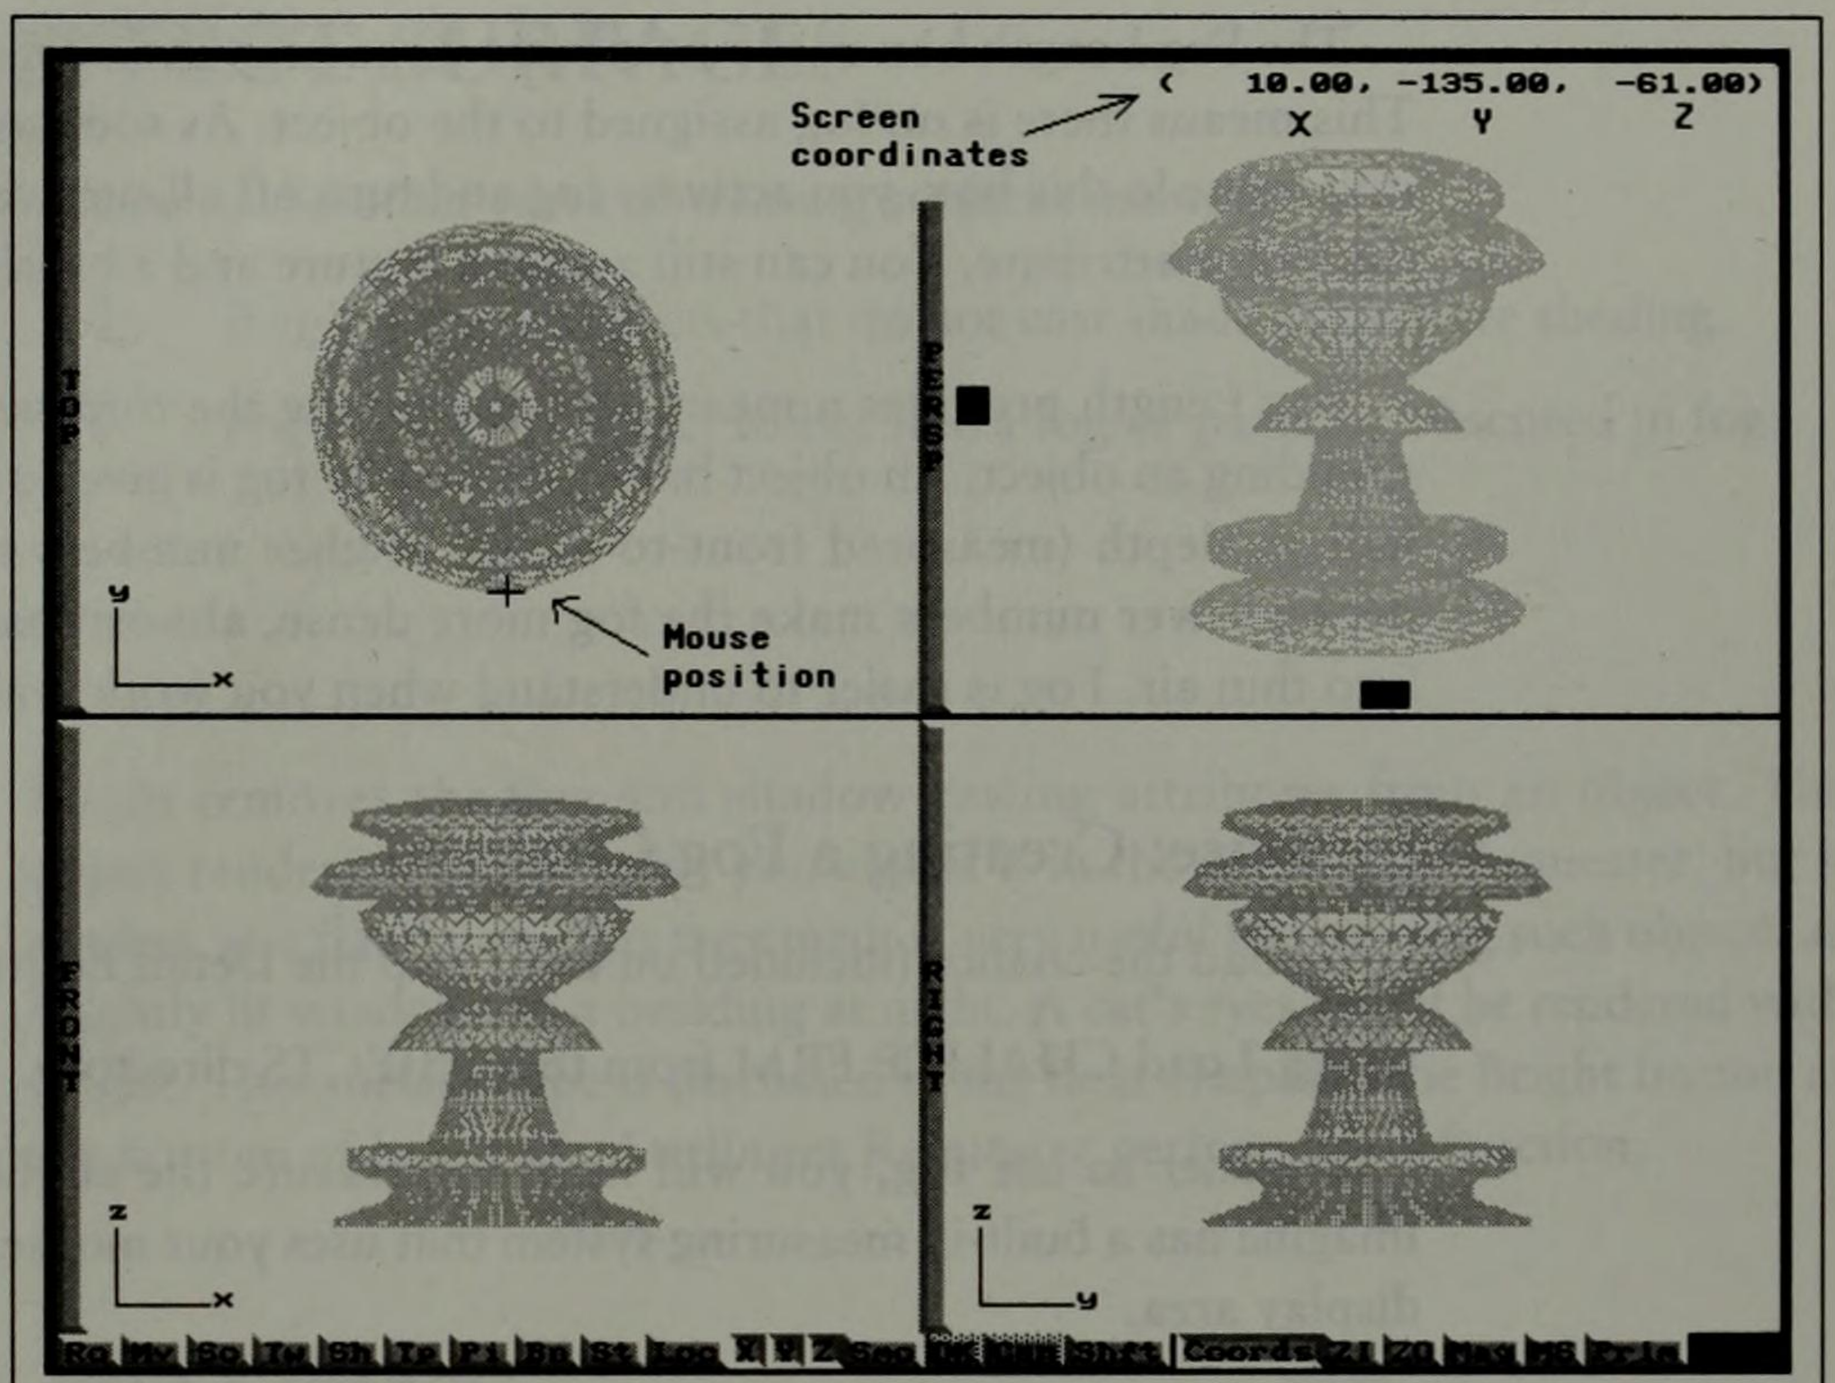

Figure 4-43
Figure 4-43 shows the chalice loaded, with the coordinate readout activated. The current mouse coordinates are at the very top and right side of the screen on the information line. As you move the mouse, you will see these values change. The first number is the X (side-to-side) location of the mouse. The second coordinate is the Y (front-to-back). The third coordinate is the Z (top-to-bottom) location. We're only concerned with the depth of the fog as seen from the front, so take note of the middle (Y) number.
3 In the Top view, move the mouse to the front edge of the chalice (see Figure 4-43). Note the value for the Y position of the mouse (-135).